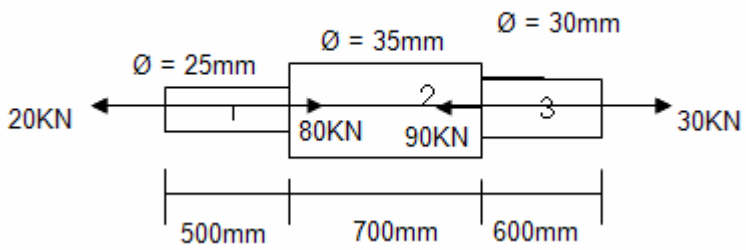

Fig.1(Q.1-a)
Q.1 (a) માઈલ્ડ સ્ટીલ ના સળીયા પર **Fig.1** મા બતાવ્યા મુજબ ફોરસીસ લાગે છે જો E = 200Gpa હોય તો સળીયા ની લંબાઈમા થતો કુલ ફેરફાર શોધો. **07**